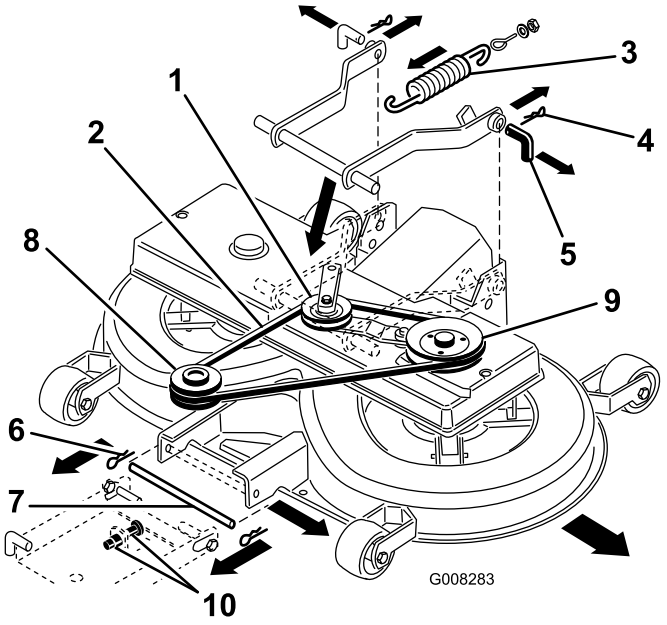

Figuur 39
8. Trek de arm van de spanpoelie in en verwijder de V riem van de poelie (Figuur 39).
9. Maak de veer los van de schakelhendel (Figuur 39).
11. Maak de klemmen van de twee achterste pennen los en verwijder de pennen (Figuur 39).
12. Maak de klem van de voorste penen los en verwijder de pen (Figuur 39).
13. Verwijder de V riem van de motorpoelie (Figuur 39).
7. Zet de onderste pen voor de afstelling van de voorwielophanging in de onderste positie van de sleufgaten door te draaien aan de twee (M12) moeren op de voorwielophanging af stellen (Figuur 39).